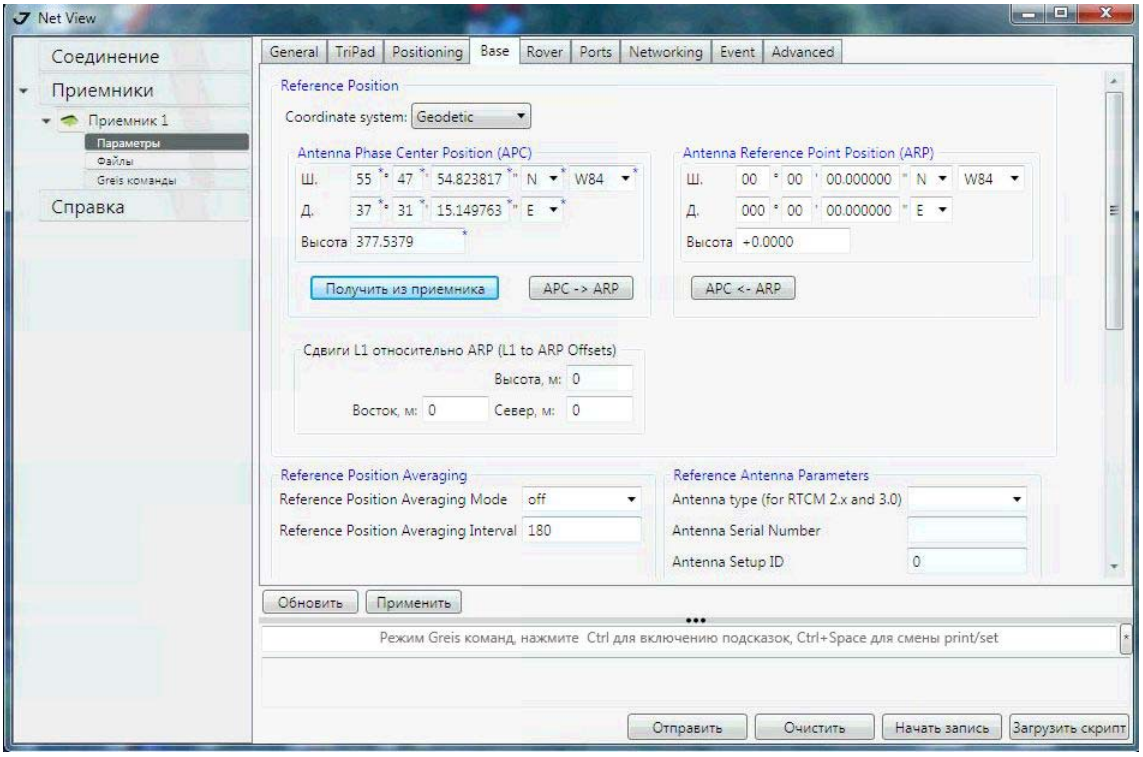

Рисунок 30. Закладка Base
6. Для базового приемника (базы) откройте закладку *Base* и настройте следующие параметры (Рис. 30 на стр. 48):